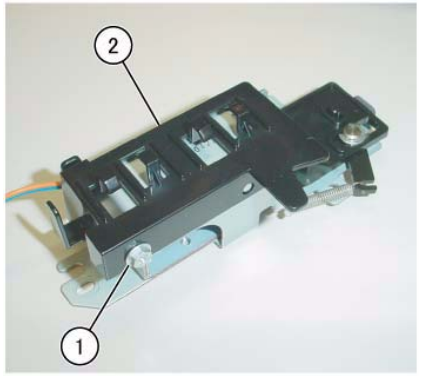

Figure 3 Removing the Support
9. Remove the Support (Figure 3):